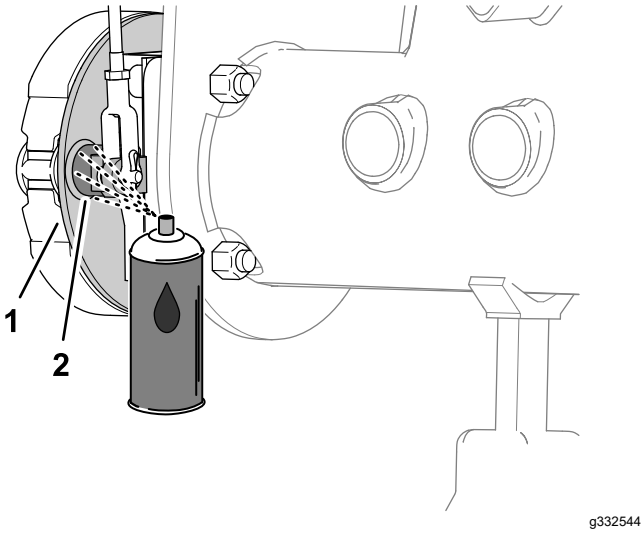
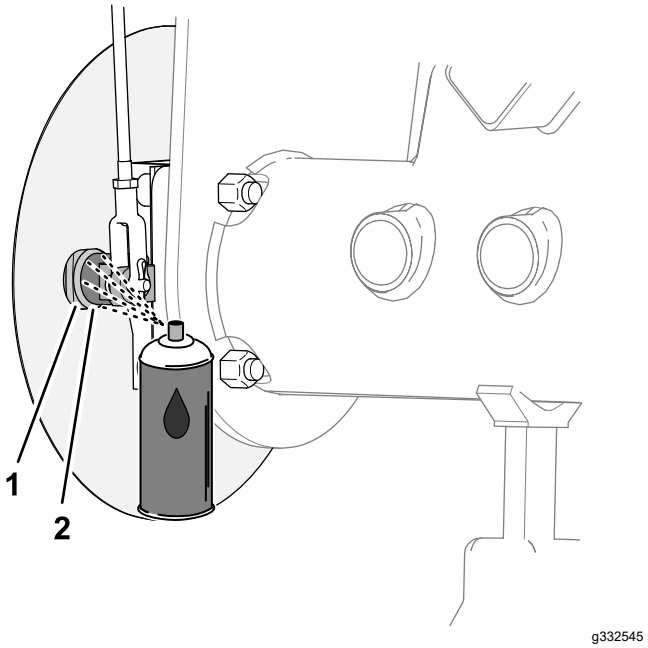

Figur 68
Figur 69
1. På indersiden af bremsens bagplade (maskiner uden fælggræsafskærmningen (ekstraudstyr)) eller hjulskærmen (maskiner med fælggræsafskærmningen (ekstraudstyr)) skal du påføre olie på området mellem bremseknastakslen og bagpladen (Figur 68 eller Figur 69).